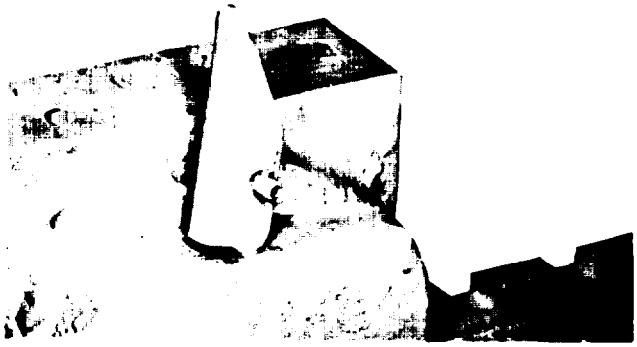
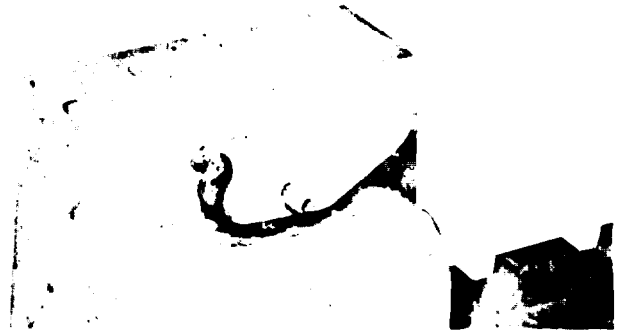

Figure 3-4. Fork Latch Disengaged
Figure 3-5. Fork Latch Engaged
b. The forks should be adjusted sideways from the fork bar to obtain maximum balance in proportion to the width of the load to be carried. To adjust fork position, lift the lever behind the top of the fork as shown in figure 3-4. Slide the fork sideways to a desired position, and return lever to latched position as shown in figure 3-5. Make certain that the latch pin engages one of the grooves in the fork bar.